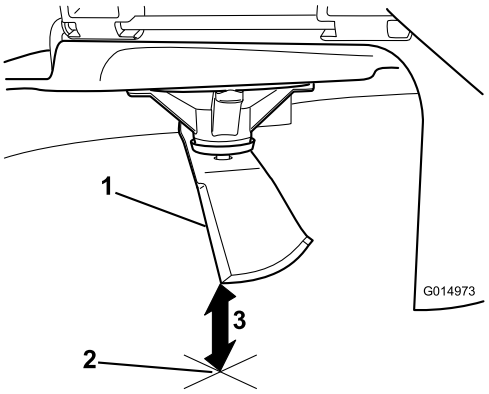

Figur 54
3. Mål fra spidsen af skærekniven til den plane overflade (Figur 54).